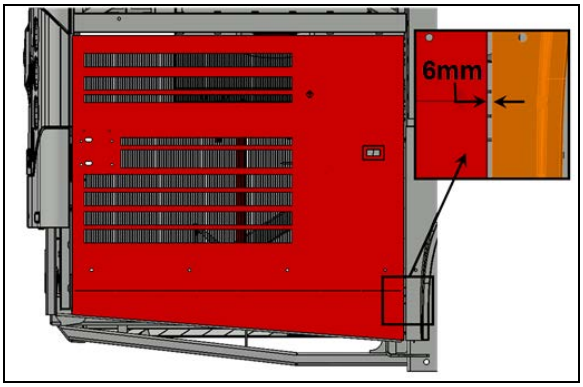

FIGURE 111:
7. Vérifier le jeu entre la porte et l'aile arrière au niveau du bras inférieur de la porte. Le jeu devait être ¼" (6 mm) (Figure 111:).